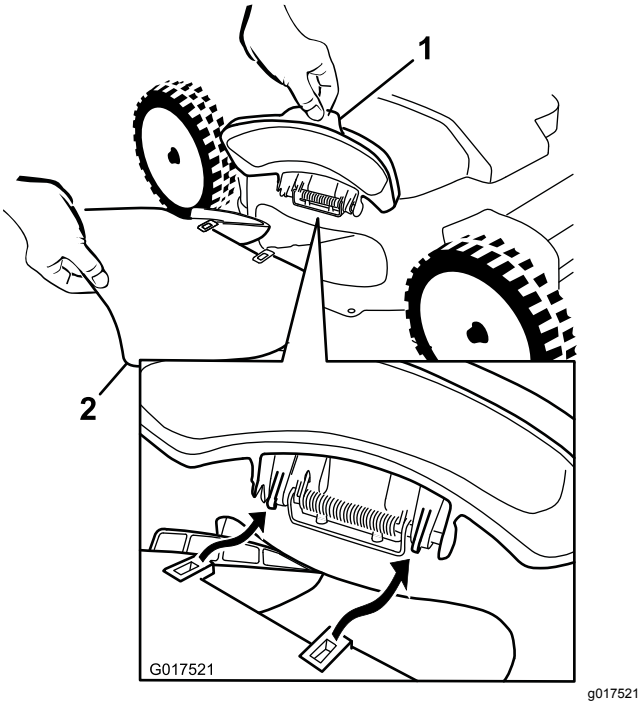
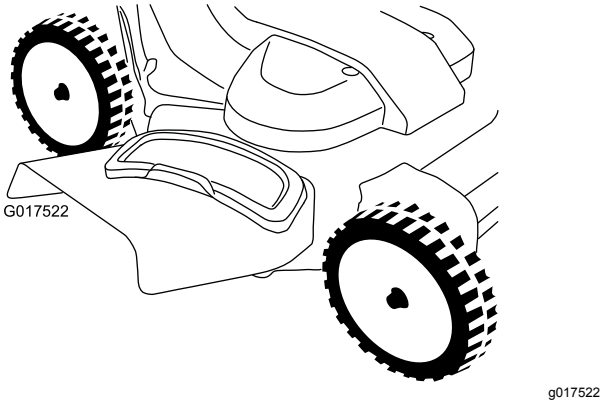

Figur 28
Figur 29
1. Løft opp sideutslippsluken (Figur 28).
2. Monter sideutslippssjakten som vist i Figur 28 og Figur 29, og lukk døren på sjakten.